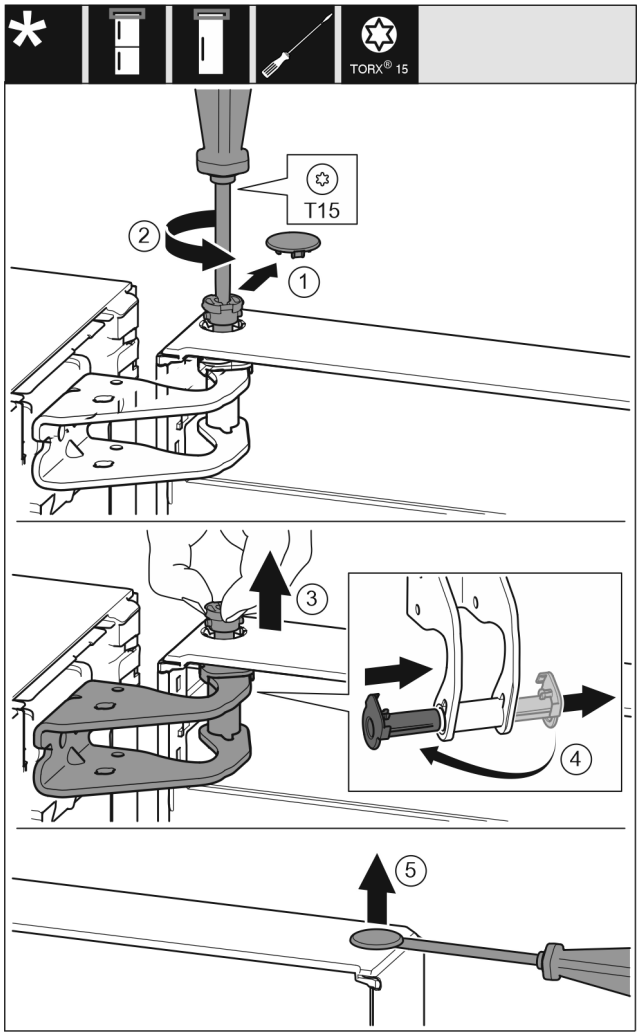

Fig. 7
▶ Carefully remove the protective cover. *Fig. 7 (1)*
▶ Undo the bolt a little with a T15 screwdriver. *Fig. 7 (2)*
▶ Hold the door and remove the bolts with your fingers. *Fig. 7 (3)*
▶ Pull the bearing bush out of the guide. Insert from the other side and latch into place. *Fig. 7 (4)*
▶ Carefully lift the plugs out of the door bearing bush with a slotted screwdriver and pull them out. *Fig. 7 (5)*